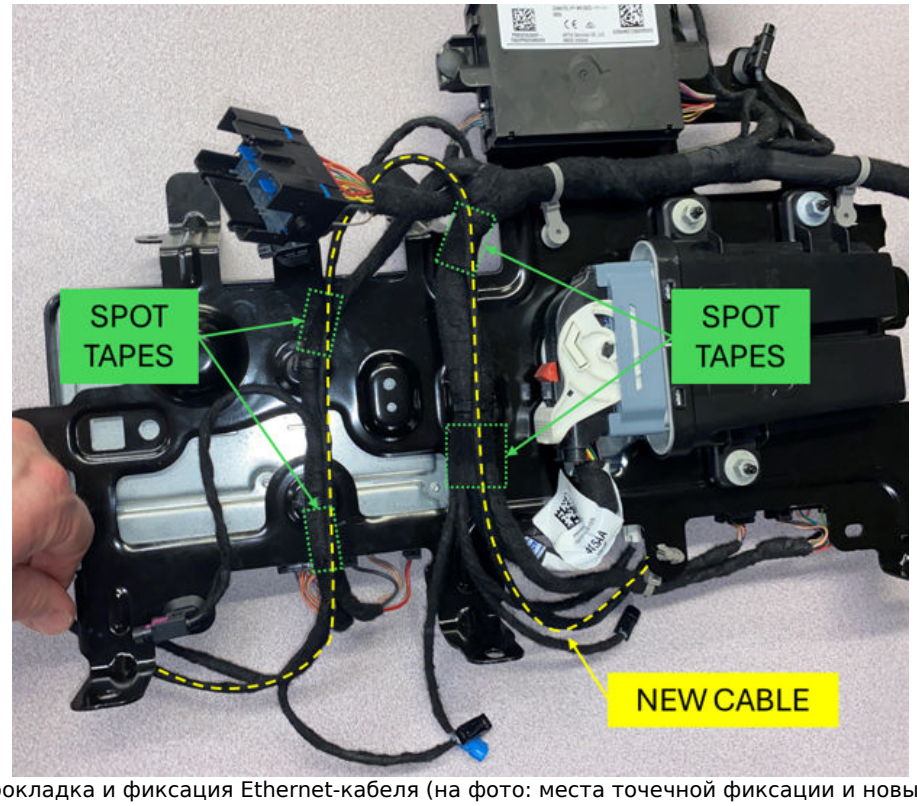

Рис. 7. Прокладка и фиксация Ethernet-кабеля (на фото: места точечной фиксации и новый кабель)
15. Проложить НОВЫЙ кабель Ethernet вдоль существующего жгута (рис. 7).